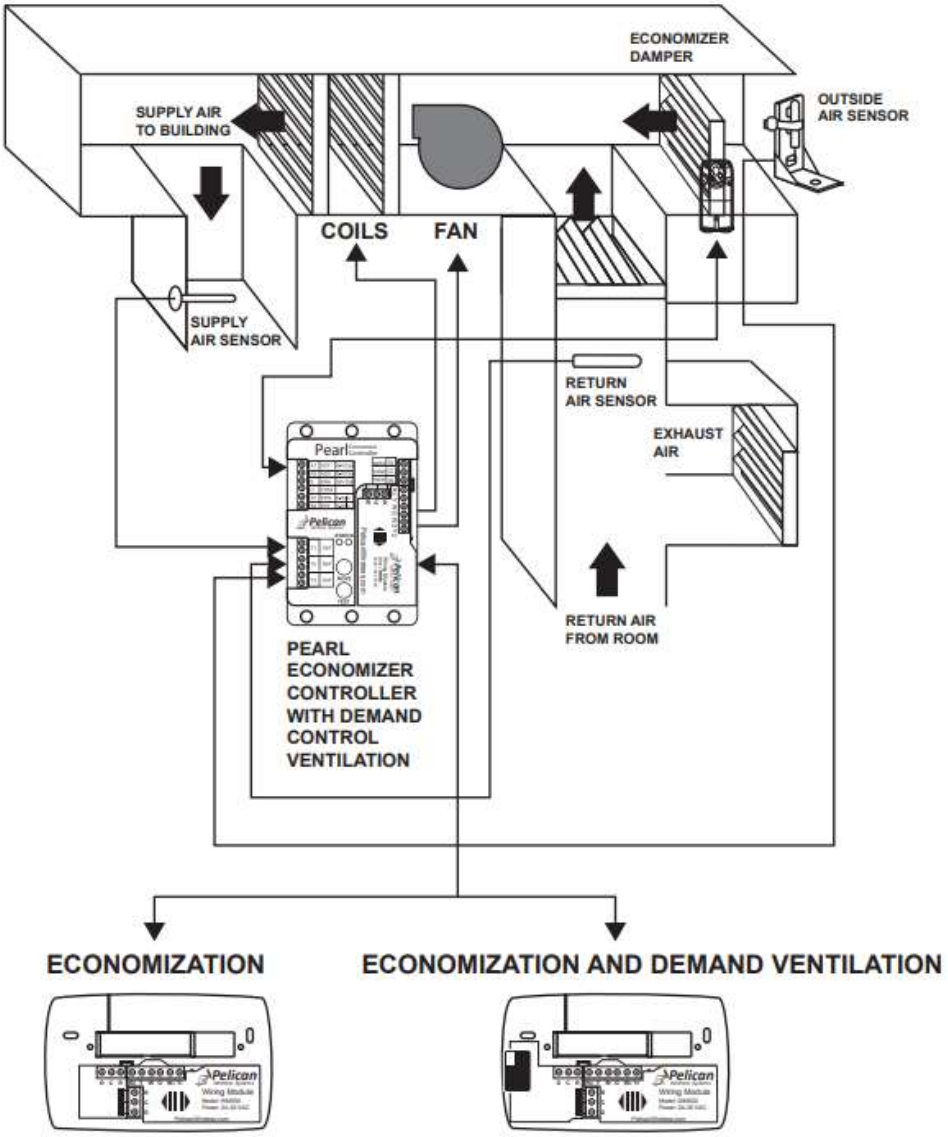

Figure 2: Sample Economizer Controller Diagram
- See Figure 2 for an example of how the economizer controller is hooked up to the HVAC system and the thermostat.